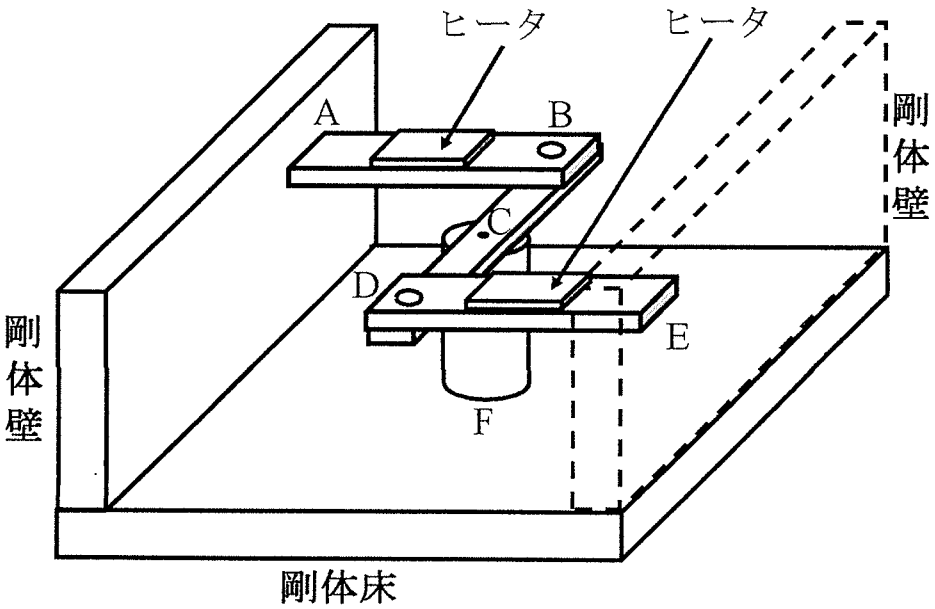

図２
問３　図２に示すように，２つの剛体壁の間に３本の棒と１本の丸軸からなる構造がある。剛体壁は互いに平行で，剛体床に対して垂直に設置されている。棒 AB，DE は弾性体であり，互いに平行で剛体壁に垂直かつ床に平行になるように固定されている。また，棒 AB, DE には，それぞれの棒だけが加熱されるヒータが取り付けられている。丸軸 CF は剛体壁間の中央にあり，点 F で床に垂直になるように固定されている。棒 BD は剛体であり，床と壁に平行になるように棒の中央点 C で丸軸 CF に固定されている。また棒 AB，DE は，剛体棒 BD と垂直になるように，点 B，D で大きさが無視できる微小な直径のピンでとめられている。棒 AB，DE の断面積を S，ピンまでの長さを L_A，縦弾性係数を E，線膨張係数を α とする。剛体棒 BD の２つのピン間の長さを L_B とする。丸軸 CF の直径を d，長さを L_C，弾性体として扱う場合の横弾性係数を G とする。変形は全て微小であるとして以下の⑮～⑳に最も適した式，値を答えよ。なお，引張応力の場合は正，圧縮応力の場合は負の符号を付けること。